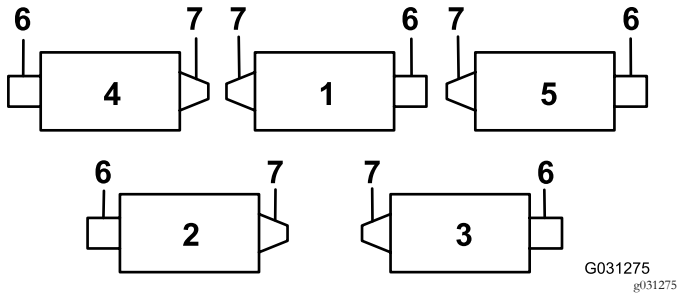
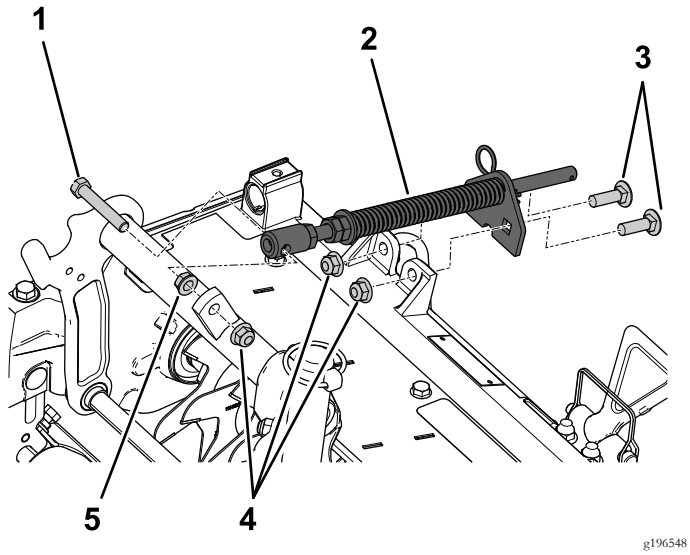

Figur 5
Figur 8
Smörjnippeln ska monteras på vertikalklipparens cylindermotorände. Använd nedanstående figur för att bestämma cylindermotorernas placering (Figur 5).
3. Flytta ändvikten till motsatt sida av klippenheten för vertikalklippare 2 och 4 (Figur 5).
Montera gräsutjämningsfjädern på samma sida som cylindermotorn (Figur 5 och Figur 8).